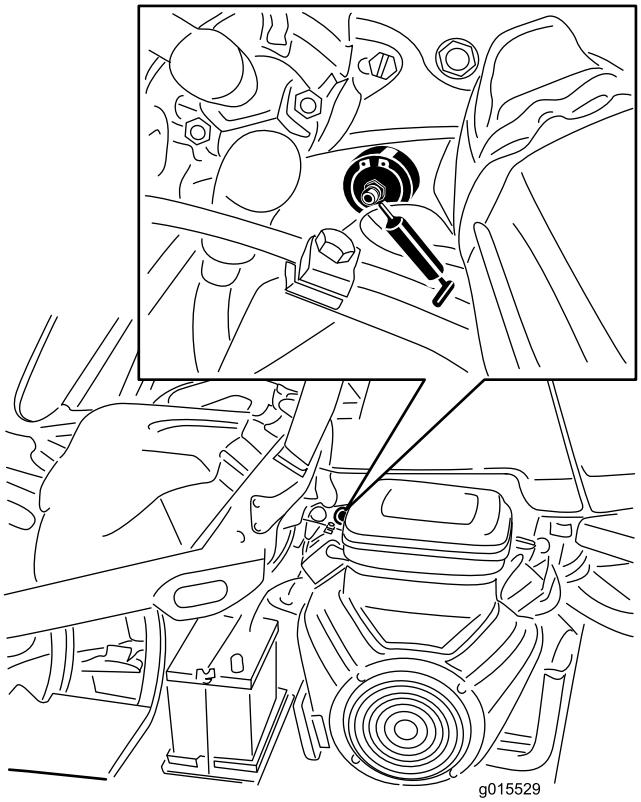

Figur 41
1. Torka av smörjnippeln så att främmande partiklar inte kan leta sig in i lagren eller bussningarna (Figur 41).